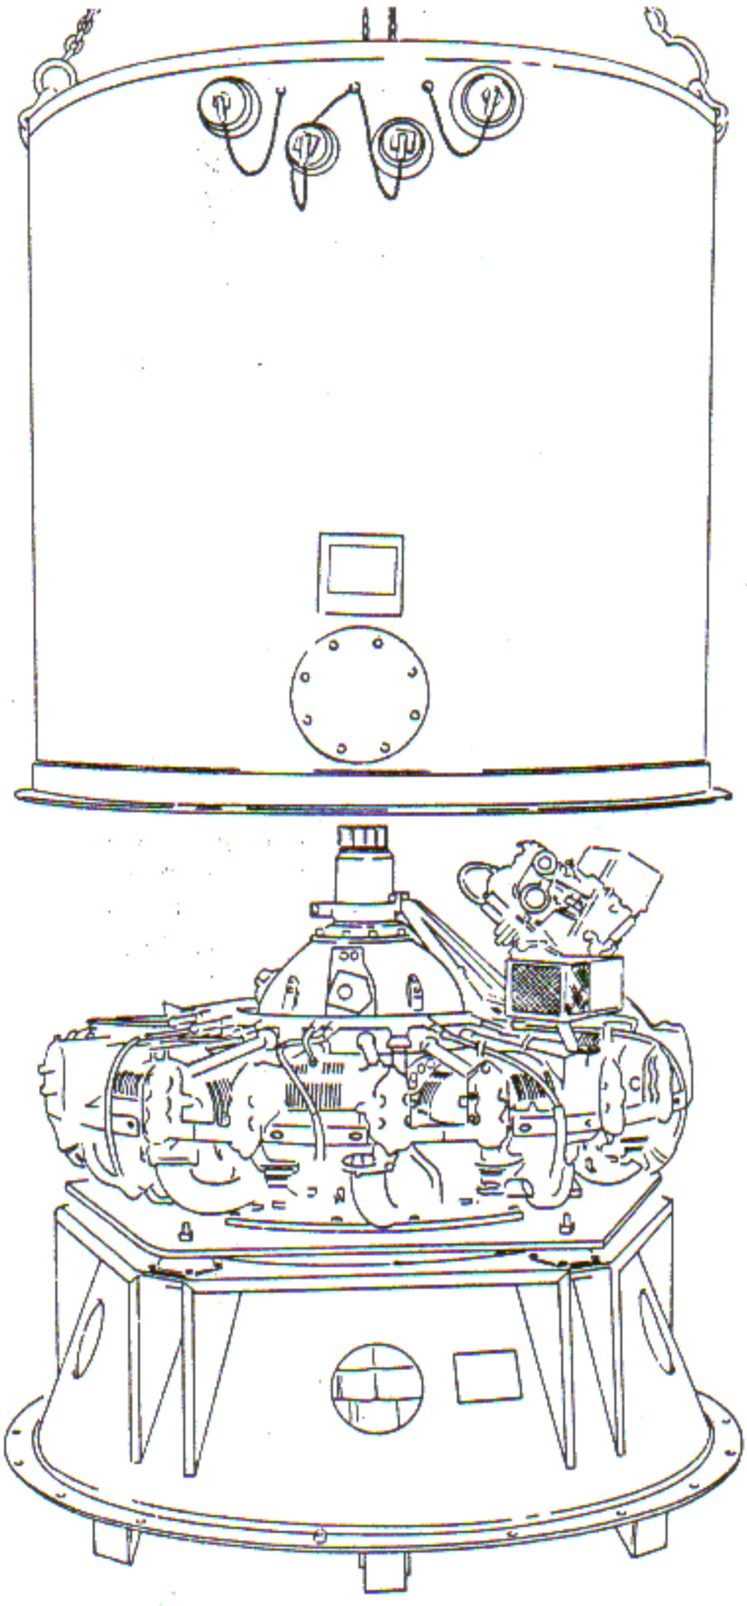

Figure 3-1. Removing Shipping Container Cover
d. Attach hoist and sling to lifting provisions of engine shipping container cover. Lift cover straight up so as to clear base containing the engine. See figure 3-1.